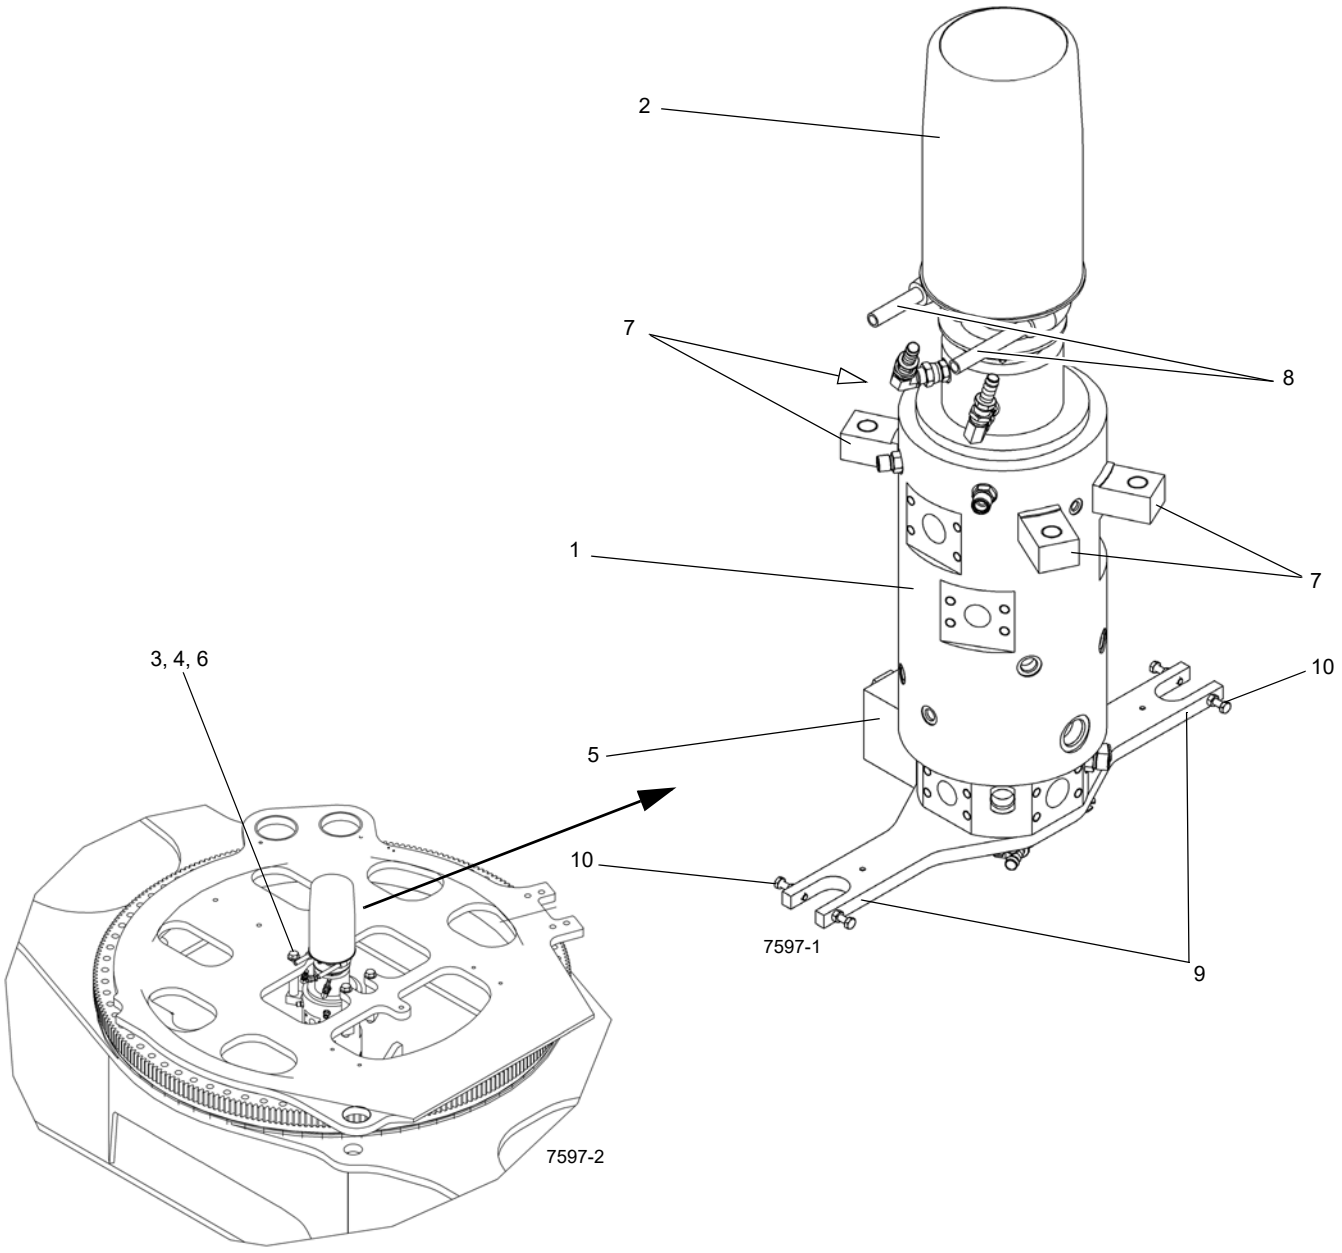

FIGURA 6-5
O conjunto da rótula hidráulica consiste em 14 entradas, ar condicionado, rótula de água e conjunto de anéis deslizantes de 46 condutores (2) (Figura 6-5). Conexões sólidas não podem ser usadas para transferir óleo, água quente do aquecedor e eletricidade entre o transportador e a superestrutura devido ao giro contínuo de 360 graus. O uso de rótulas executa eficientemente essas funções.
A porção do tambor da rótula hidráulica é conectada à placa da base da plataforma rotativa com quatro parafusos (3), arruelas (4) e buchas (6) (Figura 6-5), que se conectam aos olhais de montagem (7) na caixa. A porção do carretel da rótula desliza em um anel de empuxo na parte superior da caixa da rótula. A porção do carretel é mantida estacionária em relação ao transportador por parafusos e pelas placas de retenção de parafusos conectados à placa de retenção da rótula (9), que engatam os olhais da estrutura do transportador nos parafusos e nas contraporcas (10). Isto permite que o carretel permaneça estacionário em relação ao transportador, à medida que a caixa gira com a superestrutura.